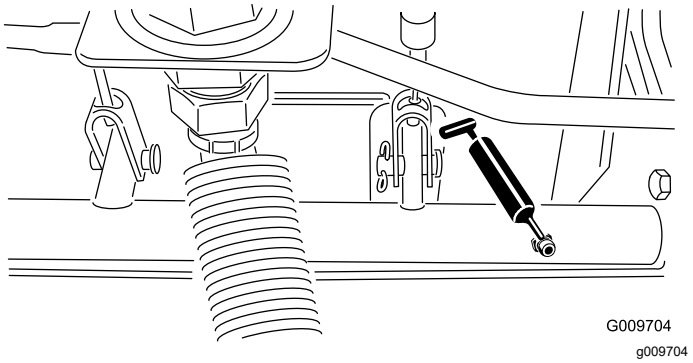

**Figur 79**
- Tapplagrene for bremseakselen (5) (Figur 79)